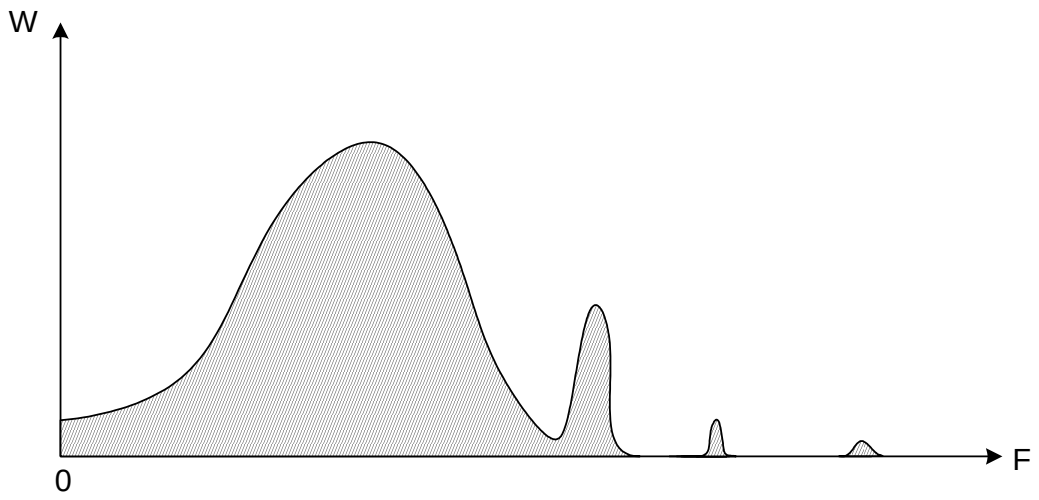

Рисунок 3
10.15* Для работы на безнапорных трубопроводах и коллекторах: подключить блок БИВ (смотри рисунок 3 приложения В) к разъему «Сигнал» на ПБ.